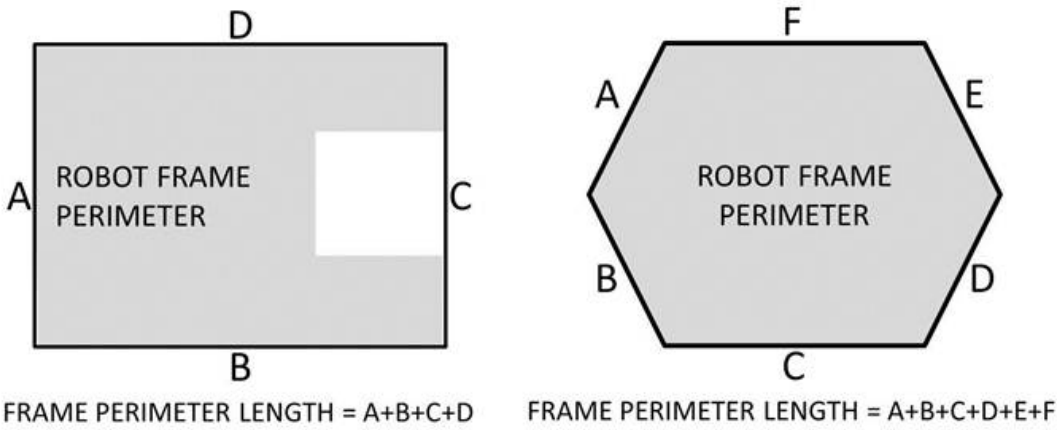

Figure 4-1: FRAME PERIMETER Length Calculation
A. the total length of the FRAME PERIMETER sides may not exceed 112 in. (see Figure 4-1 for examples),